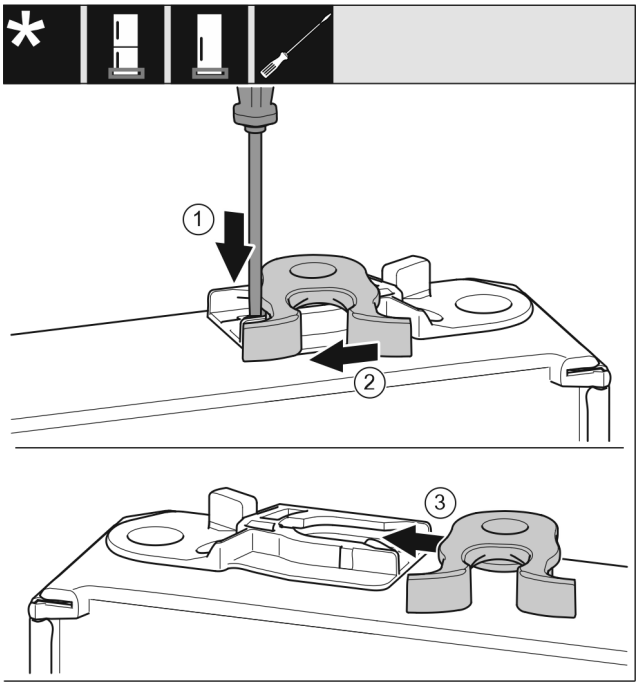

Fig. 40 *
▶ 用带槽螺丝刀向下按住接片 *Fig. 40 (1)*。*
▶ 将锁钩 *Fig. 40 (2)*从导向装置拉出。*
▶ 将另一侧的锁钩 *Fig. 40 (3)*推入导向装置。*